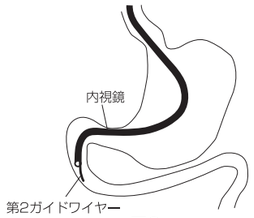

図2
8. 内視鏡の鉗子孔より第２ガイドワイヤーを挿入して、十二指腸下行脚に留置する（**図2**）。